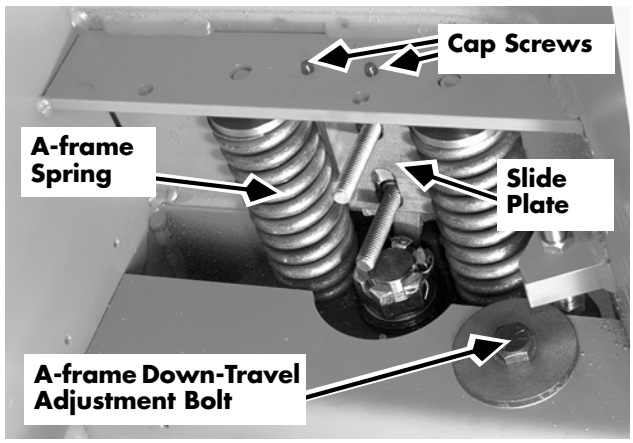
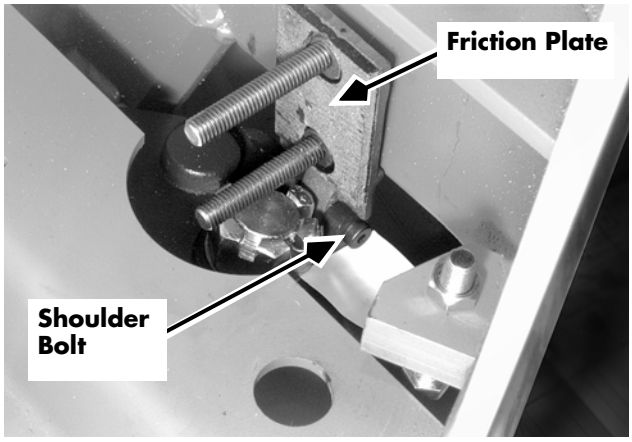
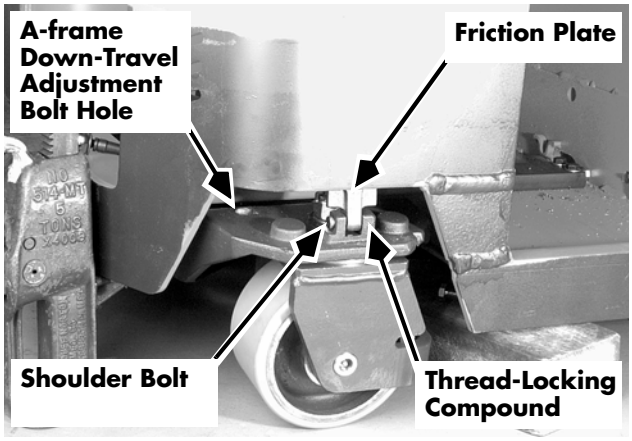
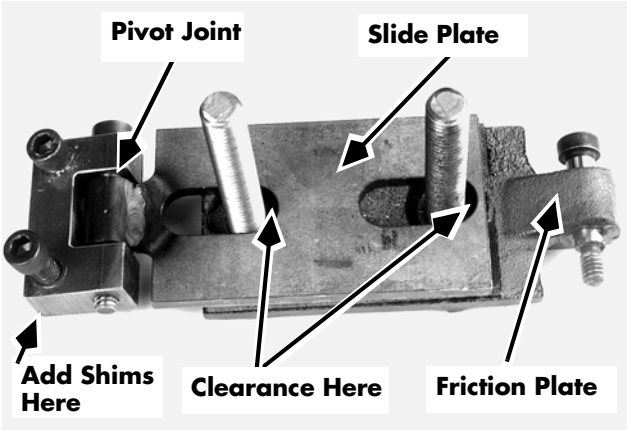

Figure 7-86: Inertial Dampener (nuts, retainer, springs, friction plate removed)
Figure 7-87: Inertial Dampener (A-frame springs, slide plate removed)
Figure 7-88: Inertial Dampener (jacked up for shoulder bolt removal)
Figure 7-90: Inertial Dampener adjustment
4. If necessary, turn the A-frame down-travel adjustment bolt clockwise until there is clearance between the dampener bolts and the bottom of the slot in the slide plate. See Figure 7-86 this page and Figure 7-90 on page 7-108.
5. Remove the cap screws holding the slide plate mounting bracket to the frame. Remove the bracket. See Figure 7-86.
7. Jack the tractor up approximately 2 in. (5 cm.) at the tractor frame and block. See Figure 7-88.
8. Remove the A-frame springs. See Figure 7-86 on page 7-106 and Figure 7-87 this page.
9. Remove the shoulder bolt holding the friction plate to the A-frame yoke. See Figure 7-87 and Figure 7-88.
1. Apply thread-locking compound (P/N 990-536) ONLY to the **threaded** half of the dampener A-frame yoke. Do NOT apply thread locking compound to the shoulder bolt, as compound could be carried to the bolt shaft, binding the pivot. See Figure 7-88.
5. Attach the slide plate over the dampener bolts. Apply thread locking compound (P/N 990-536) to the threads in the frame. Attach the slide plate mounting bracket to the frame with the two cap screws. Pivot joint on mounting bracket should be free to flex. Add shims (P/N 850-432/004) between bracket and frame as required. See Figure 7-90. Torque the slide plate mounting cap screws to 18 ft. lbs. (24.4 Nm).